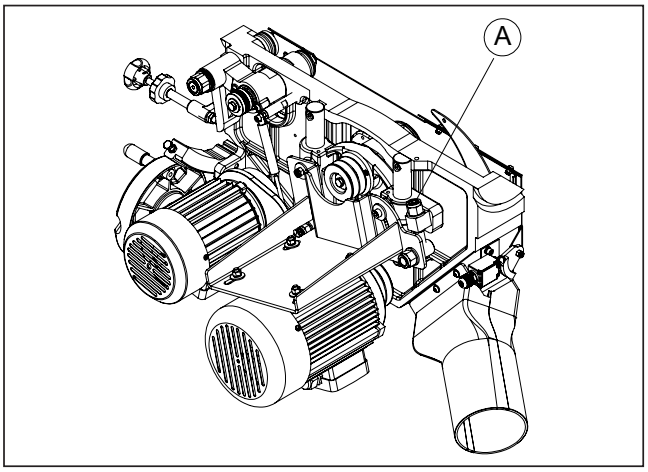

Rys. 7.2
- Korzystając z klucza imbusowego 4 mm otworzyć prawą płytę boczną, następnie przy użyciu klucza imbusowego 6 mm pokręcać wałek śrubowy A na rys. 7.2.